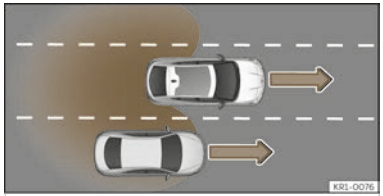

Fig. 148 Overtaking in the central lane and then joining the right lane.
- When overtaking another vehicle ››› **Fig. 148** with a speed difference of approx. 10 km/h (6 mph). If the vehicle is passing at a considerably higher speed, no indication will be displayed.